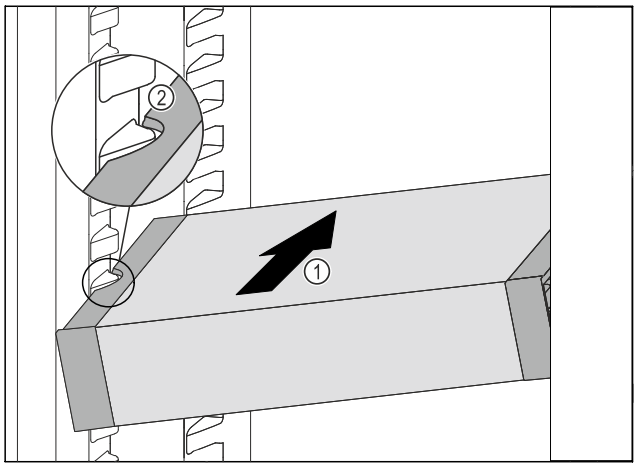

Fig. 143
▶ Insert the VarioSafe into the refrigerator compartment at an angle *Fig. 143 (1)* until the recesses in the side *Fig. 143 (2)* of the VarioSafe are at the level of the support rib in the refrigerator compartment.